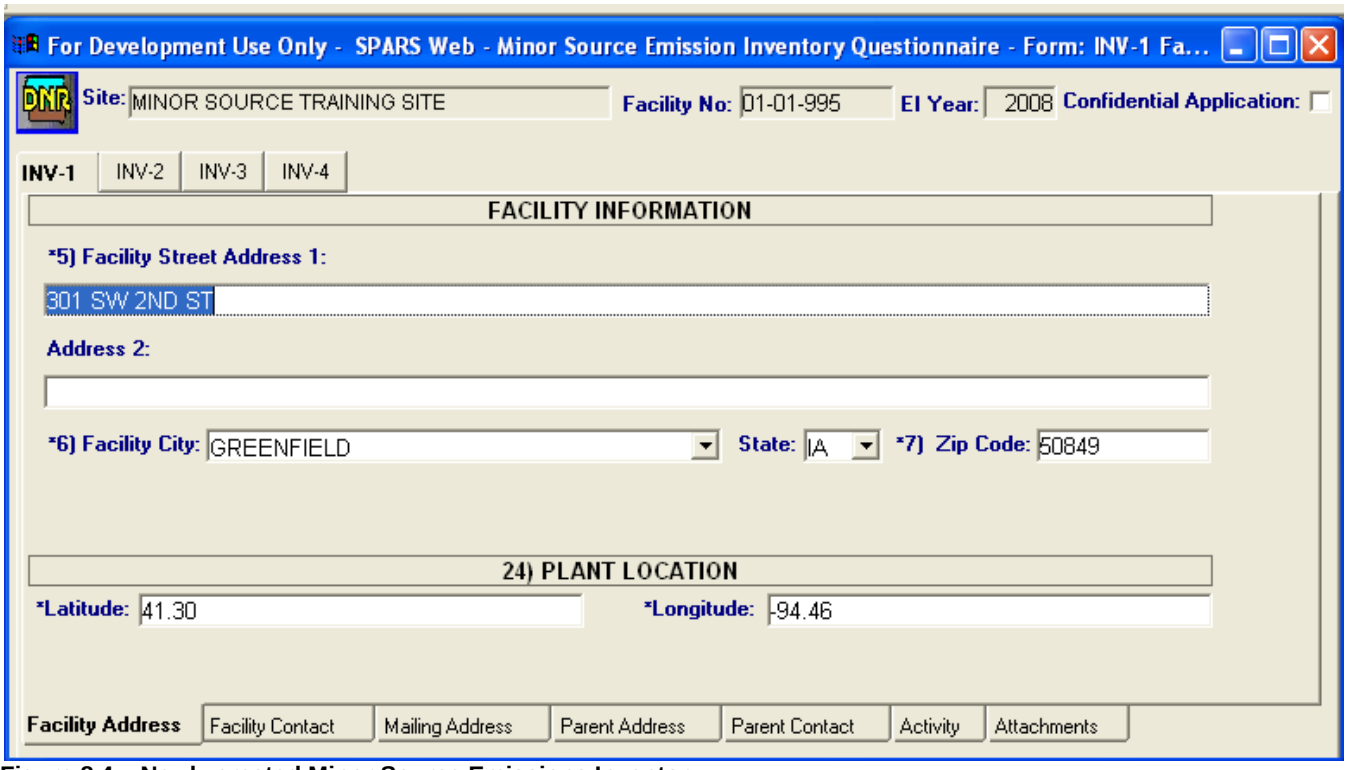

Figure 8.4 – Newly created Minor Source Emissions Inventory
8. The inventory forms will appear as depicted in Figure 8.4 (be patient; it takes a few minutes for the forms to appear). Except for the throughputs, all other information included in the emissions inventory that you selected is copied into the new inventory.
The Minor Source Emissions Inventory is comprised of five forms: **INV-1**, **INV-2**, **INV-3**, **INV-4**, and **INV-5**. Figure 8.4 shows the new inventory with buttons corresponding to **INV-1**, **INV-2**, **INV-3**, and **INV-4**. A button for **INV-5** is not found in the SPARS inventory, because this form is automatically created if information is included in the **Calculations** sub tab of **INV-**3 and/or **INV-4**.